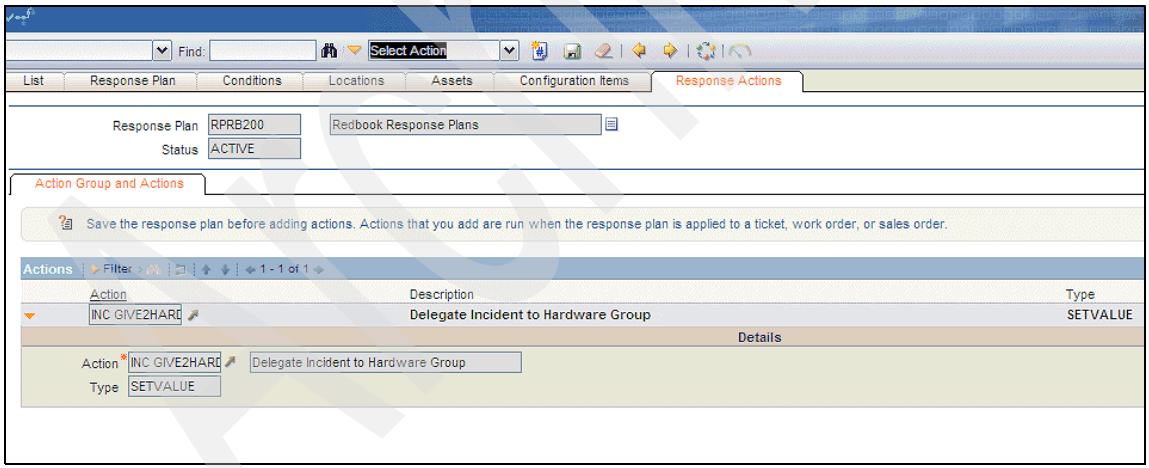

Figure 3-60 Response plans
8. Save the response plan, and active it. See Figure 3-60.